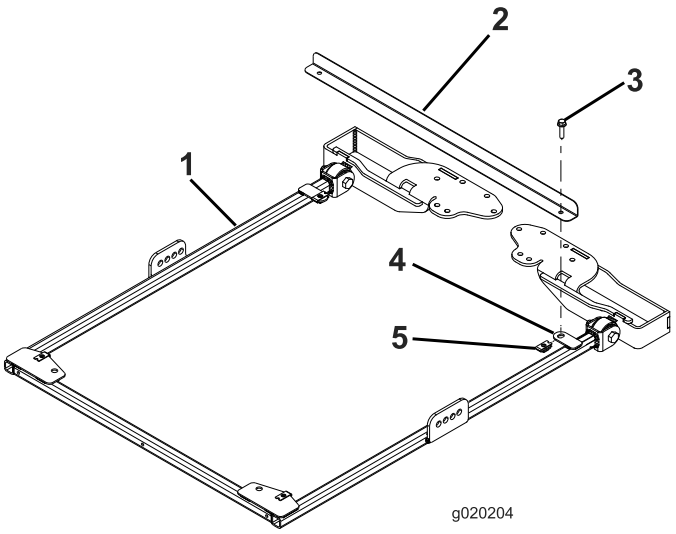

Figur 5
1. For å innrette rammen korrekt må rammeinnrettingsstangen festes til monteringstappene bak på solskjermrammen med to flenshodebolter (5/16 x 1 1/4 tomme), som vist i Figur 5.